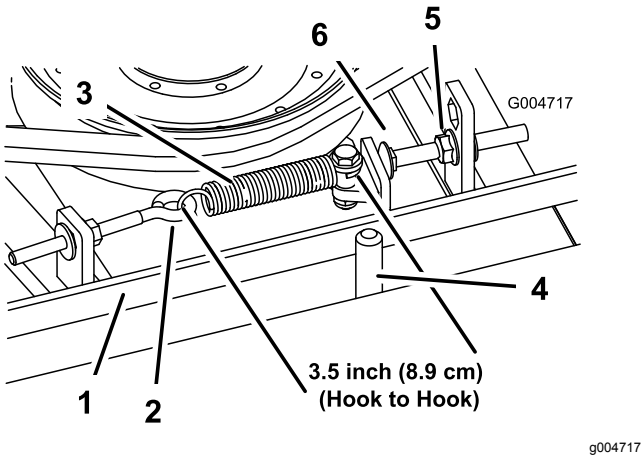

Figuur 99
Als de juiste spanning verkregen is, moet de binnenmeting van de trekveer (haak tot haak) ongeveer 8,3 cm tot 9,5 cm bedragen. Als de veer de juiste spanning heeft, moet u de aanslagbout (slotbout) afstellen totdat de afstand tussen de kop van de bout en de arm van de spanpoelie ongeveer 2 tot 5 mm is (Figuur 99).
Opmerking: Plaats de riem aan de kant van de riemgeleider die naar de veer is gekeerd (Figuur 99).
2. Draai de oogbout los om de trekveer te kunnen verwijderen (Figuur 99).
3. Maak de flensmoer los waarmee de aanslagbout aan het lipje is bevestigd en trek de spanpoelie weg van de riem om de riem te ontspannen (Figuur 99).
9. Bevestig de trekveer (Figuur 99) aan de oogbout en span de riem als volgt: